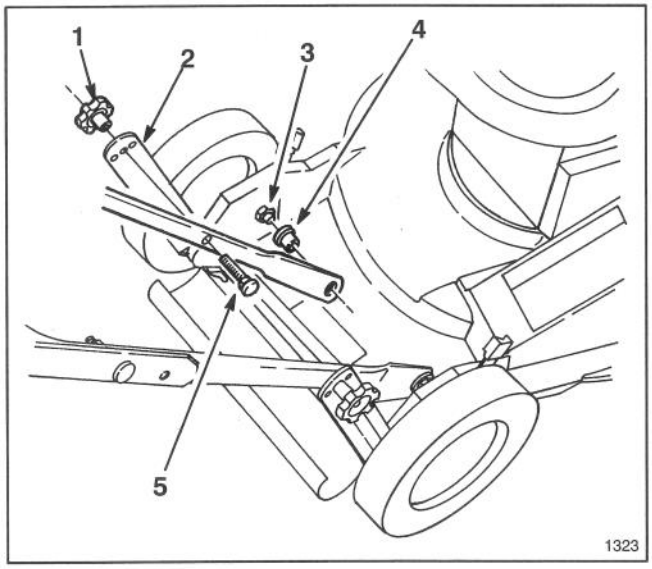

Afbeelding 1
1. ONDERSTE HANDGREEP—Duw de doorvoerbussen door de onderste gaten op de onderste handgreep (Afb. 1).
2. Duw de uiteinden van de onderste handgreep samen en installeer deze op de draaipennen (Afb. 1).
3. Plaats de handgreepvergrendeling (Afb. 1) zó dat de gaten in de vergrendeling op één lijn liggen met de gaten in de handgreep.
4. Steek de slotbouten door de gaten in de handgreep en de hendelvergrendeling. Installeer de knoppen op de buitenkant van de handgreep en maak deze stevig vast (Afb. 1).